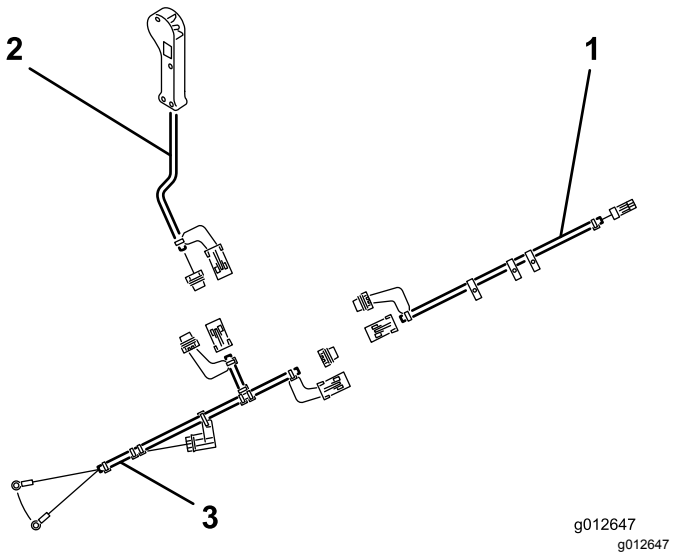

Figur 7
1. Tilslut stikket i topdresserens ledningsnet til det elektriske stik på maskinens solenoidventil (Figur 7).